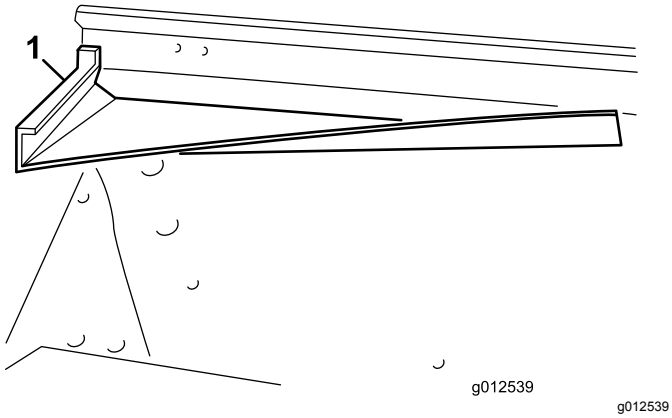
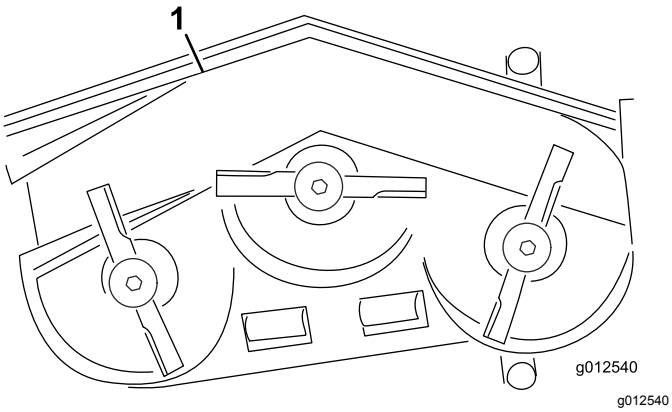
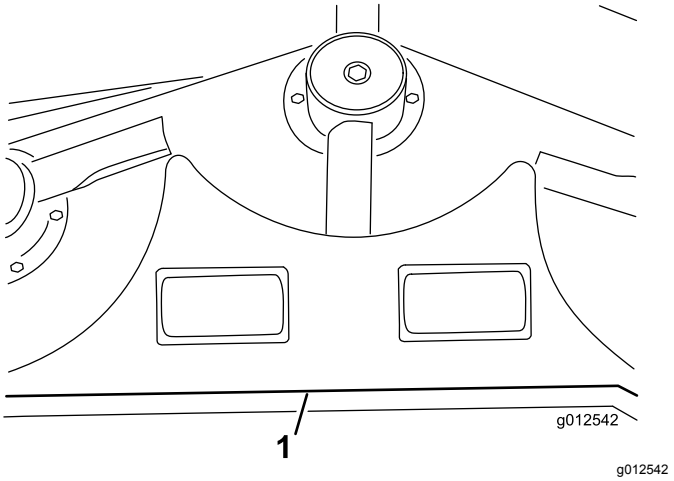
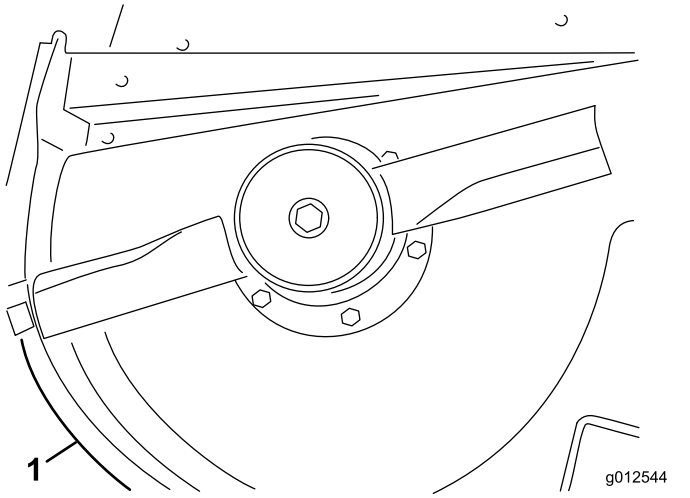

Figur 11
Figur 12
Figur 14
Figur 16
1. Sæt den forreste deflektor i skjoldet, og ret enden af deflektoren ind efter kanten af udblæsningsåbningen (Figur 11 og Figur 12).
8. Brug de eksisterende huller til at montere den bageste hylde på skjoldet med fire bolte (3/8-16 x 1 tomme) og låseskiver (3/8 tomme) (Figur 14).
9. Ret venstre hylde ind efter venstre ende af den bageste hylde og kanten af skjoldet (Figur 12 og Figur 14).
11. Ret højre hylde ind efter højre ende af den bageste hylde og kanten af skjoldet (Figur 12 og Figur 16). Brug venstre hylde som skabelon til at finde, markere og bore tre huller på 9/32 tomme i diameter i skjoldet.